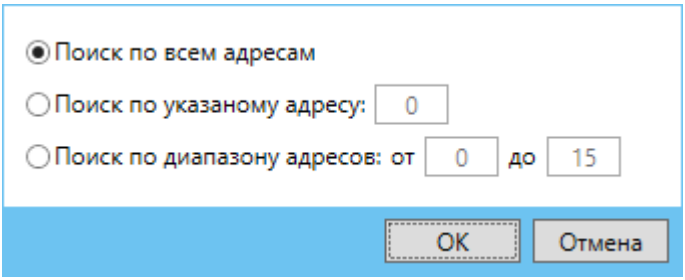

Рисунок 4 — Окно «Поиск с заданными параметрами»
- «Поиск с заданными параметрами» — позволяет произвести поиск по всем адресам, одному адресу или произвольному диапазону адресов (см. рисунок 4);